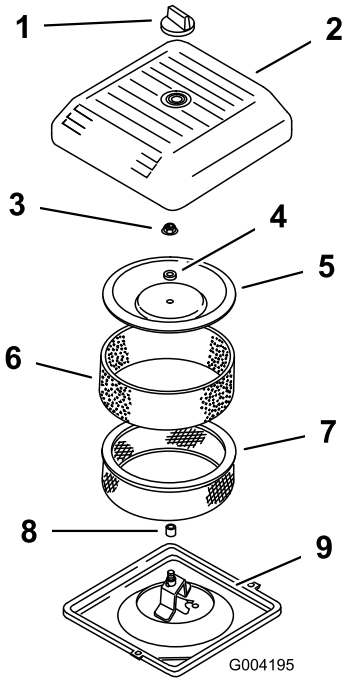

Figur 43
3. Skruva av ratten och ta bort luftrenarkåpan (Figur 43).
4. Skjut försiktigt bort skumförfiltret från pappersinsatsen (Figur 43).
5. Skruva bort kåpans mutter och ta bort kåpan, distansbrickan och pappersfiltret (Figur 43).
2. Sätt dit luftrenaren på luftrenarbasen (Figur 43).
3. Montera kåpan och distansbrickan, och fäst kåpan med kåpmuttern (Figur 43). Dra åt muttern till ett moment på 11 Nm.
4. Sätt tillbaka luftrenarkåpan och dra åt den med ratten (Figur 43).